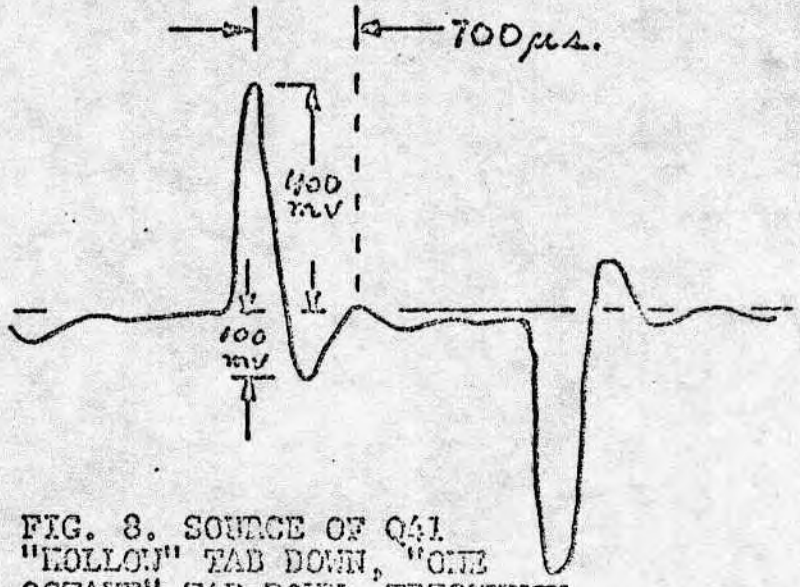

FIG. 8. SOURCE OF Q41 "HOLLOW" TAB DOWN, "ONE OCTAVE" TAB DOWN, FREQUENCY OF 262 Hz.
16. Lift the "strike" tab and depress the "hollow" tab. Observe the waveform at the source of Q41. Depress the "one octave" tab and depress the second C from the bottom of the keyboard. Adjust R130 and R132 to obtain the waveform shown in Fig. 8. This sets the bandwidth and center frequency calibration.